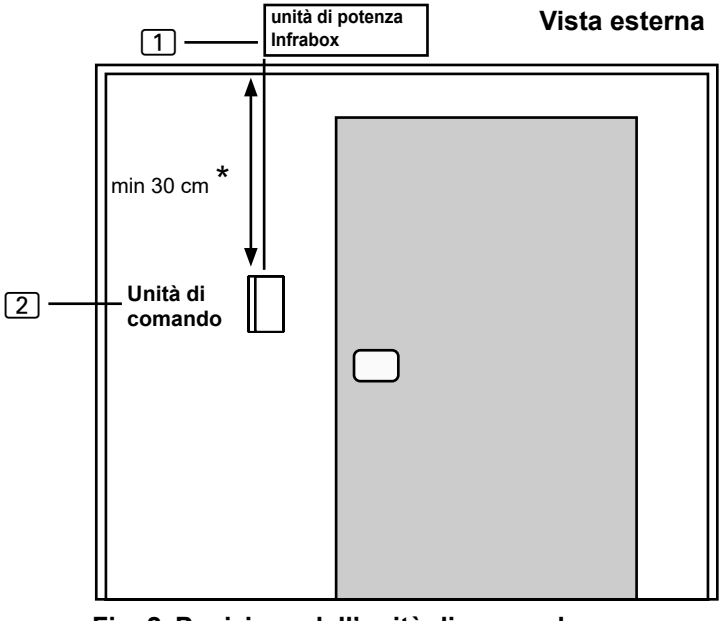

Fig. 2 Posizione dell'unità di comando
L'unità di comando 2 del comando a infrarossi viene montata sulla parete esterna della cabina a una distanza massima di 10 metri dall'unità di potenza 1 (vedere fig. 2). Ad esempio, per tagliare la rientranza per l'unità di comando è necessario un seghetto alternativo di uso commerciale. L'unità di comando può essere montato all'interno o all'esterno della cabina.
* In caso di montaggio all'interno di una cabina a infrarossi osservare una distanza minima di 30 cm dal soffitto della cabina (vedere Fig. 2 Posizione dell'unità di comando a pagina 11).